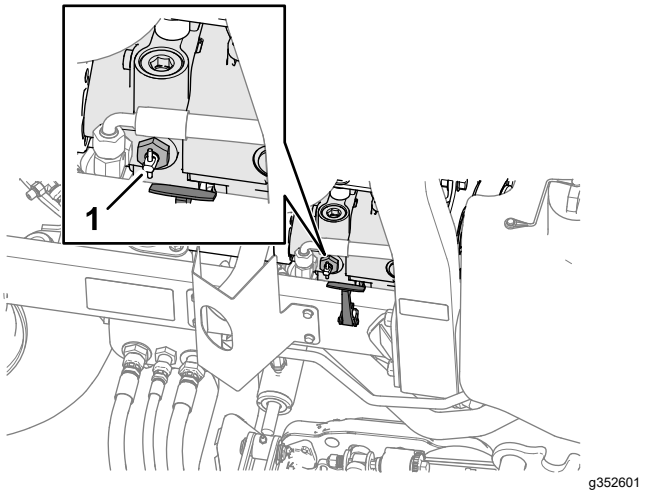

Figuur 52
2. Draai de handgreep van de omloopklep op de pomp 90°. De handgreep van de omloopklep bevindt zich dicht bij de rechter motorkapvergrendeling (Figuur 52).